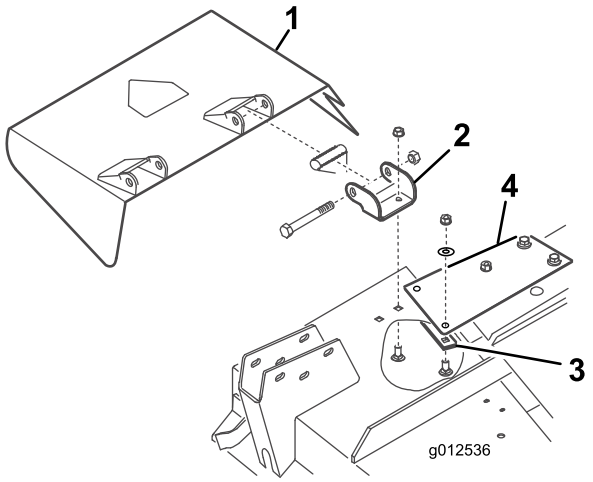

Figura 7
1. Togliete i bulloni, i dati di bloccaggio e le molle che fissano i supporti del deflettore alle staffe orientabili (Figura 7). Rimuovete il deflettore.
2. Togliete i bulloni a testa tonda e i dadi flangiati che fissano le staffe orientabili all'alloggiamento (Figura 7). Rimuovete le staffe orientabili. Conservate gli elementi di fissaggio per uso futuro.
3. Rimuovete 2 bulloni a testa tonda, le rondelle piane e i dadi di bloccaggio che fissano la piastra di rinforzo alla parte inferiore dell'alloggiamento e la piastra di irrigidimento alla parte superiore dell'alloggiamento (Figura 7).